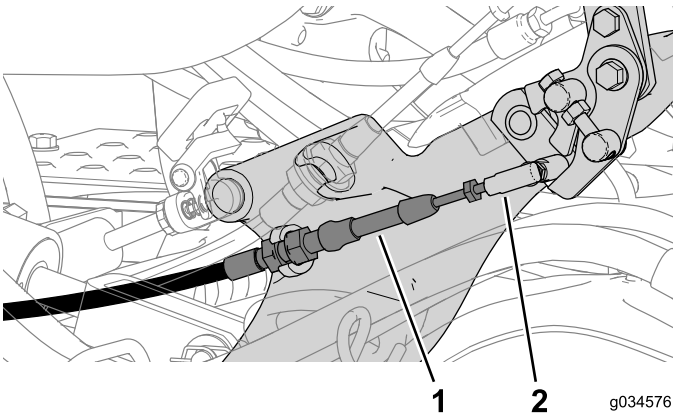

Figur 6
4. Lossa neutrallåsvajern från kulledskontakten på drivstångsenheten (Figur 6).